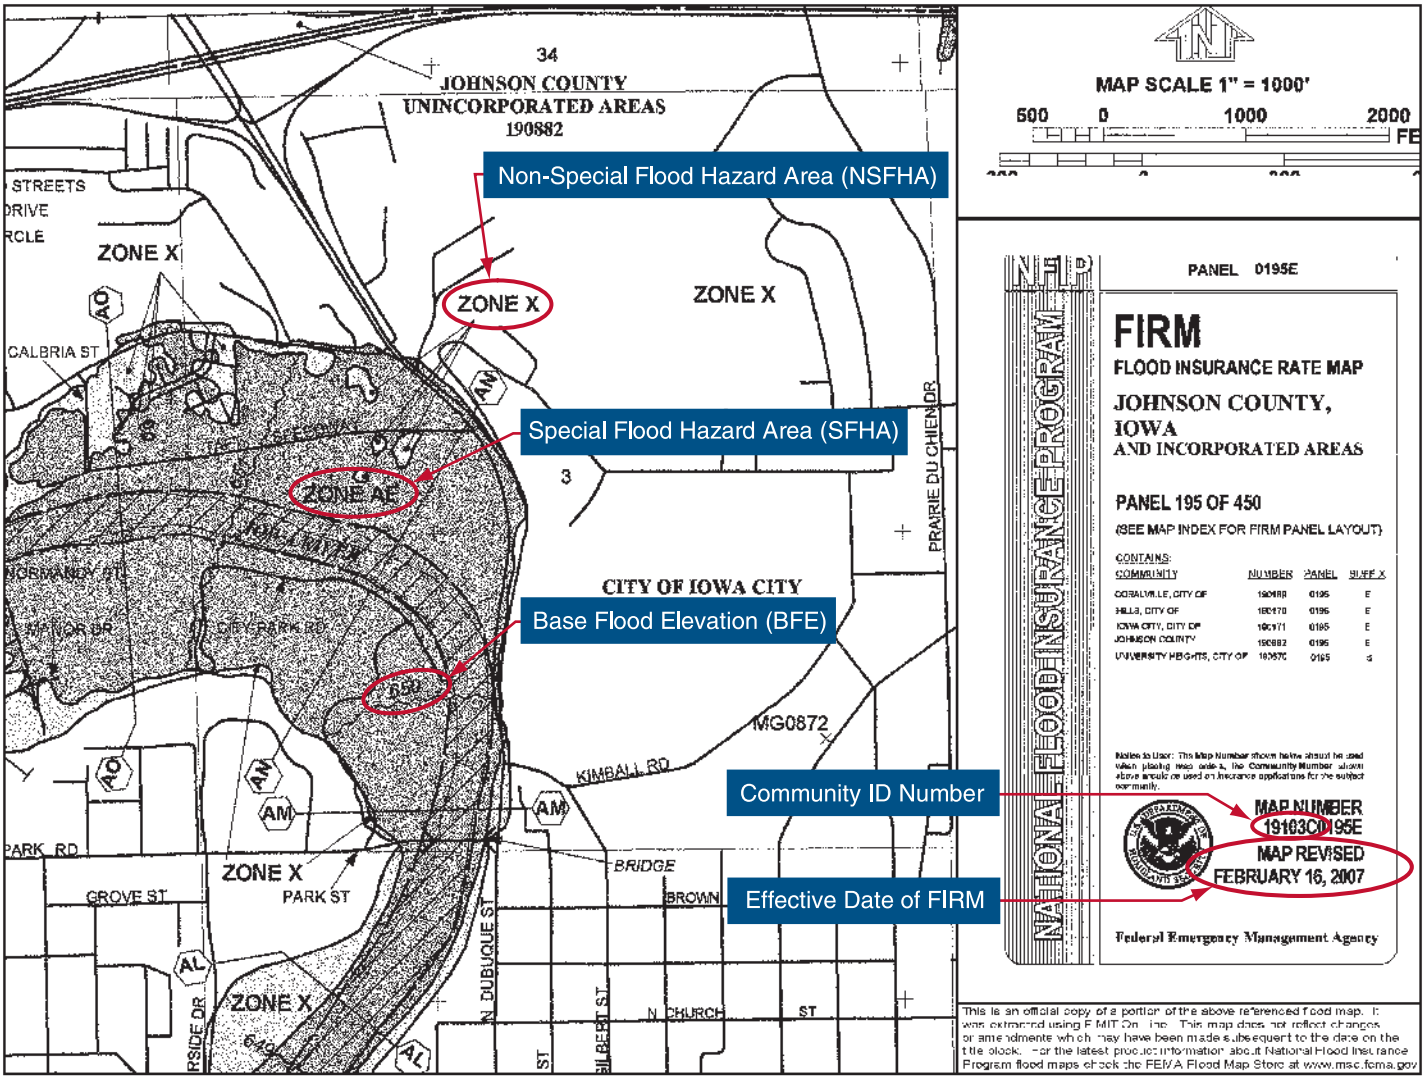

Figure 1. A FIRM panel illustrating information pertinent to the homeowner
- Non-SFHA Zones B, C, and X are areas outside the 1-percent-annual-chance flood risk, or 100-year, floodplain. It is important to note that even if your house is located within a non-SFHA, there is still a possibility that your house will be subjected to flood damage and possibly even catastrophic flooding. Figure 1 shows an example of a FIRM with arrows indicating pertinent information.
indicator lights was damaged when the cabinet was inundated with approximately 3 feet of floodwater (Figure 1). This cabinet can be reconfigured and mounted high enough to avoid future losses. Dual electrical panel boards, which consist of two shorter panels mounted side-by-side, can be used instead of a single, taller panel board. This proposed design allows the bottom of the panels to be placed higher above the floor and would reduce exposure to floodwater. To reduce the vulnerability of the feeders that connect the panelboards to the service equipment, feeder wiring should be run as high as possible. Feeders routed along the ceilings are much less vulnerable than feeders run along or under floors.
Figure 1. This control cabinet was inundated with approximately 3 feet of floodwater (yellow arrow). Sensitive electronic equipment was damaged (Columbus Junction, Iowa).